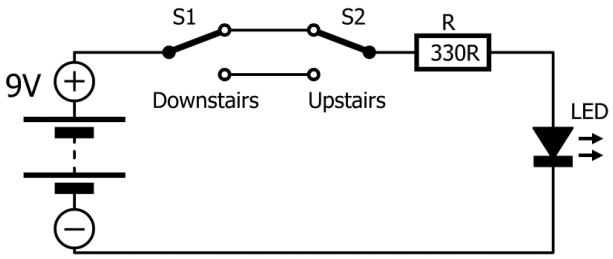

Figure 5.9 Schematic of the upstairs/downstairs LED circuit.
Circuit diagram: Figure 5.9 shows the schematic of the project. SPDT switches have 3 pins where the middle pin is the common (C) pin.
Construction: Assemble the project by placing the components on the breadboard as shown in Figure 5.9.